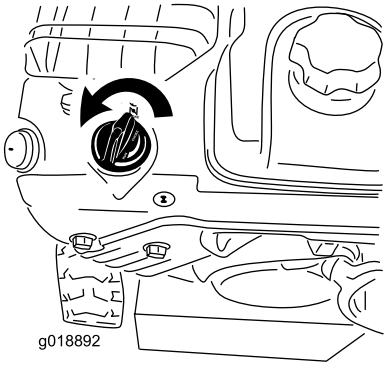

Figur 23
5. Drej chokeren til chokerpositionen (Figur 23).